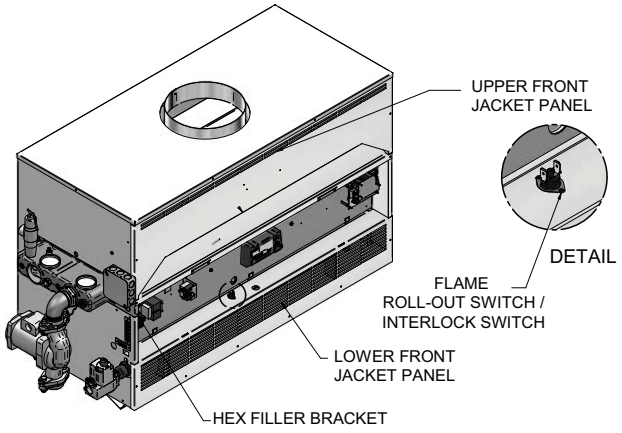

***Figure 8-2**_Outer Air Deflector and HEX Filler Bracket*
d. Remove the outer air deflector (FIG. 8-2).
g. Disconnect the wiring from the flame rollout/interlock switch, see FIG. 8-2, page 59.
r. Remove the heat exchanger (HEX) filler bracket (FIG. 8-2).